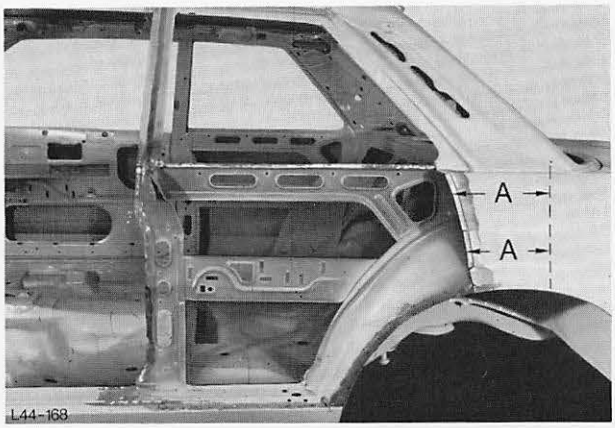

Abb. 201 Maß „A“ des Neuteils ermitteln
17. Maß „A“ am ausgetrennten Teil – Seitenwand ermitteln, Abb. 201.